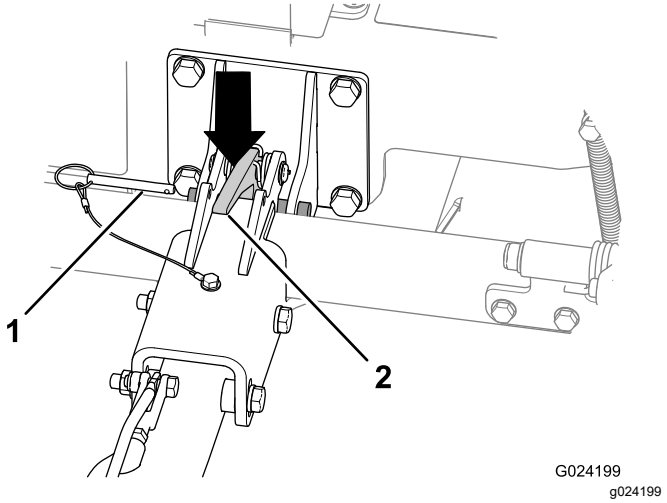

Рисунок 21
2. Извлеките стопорный штифт (Рисунок 21).
4. Нажмите на фиксатор сцепки, чтобы расцепить сцепку (Рисунок 21).